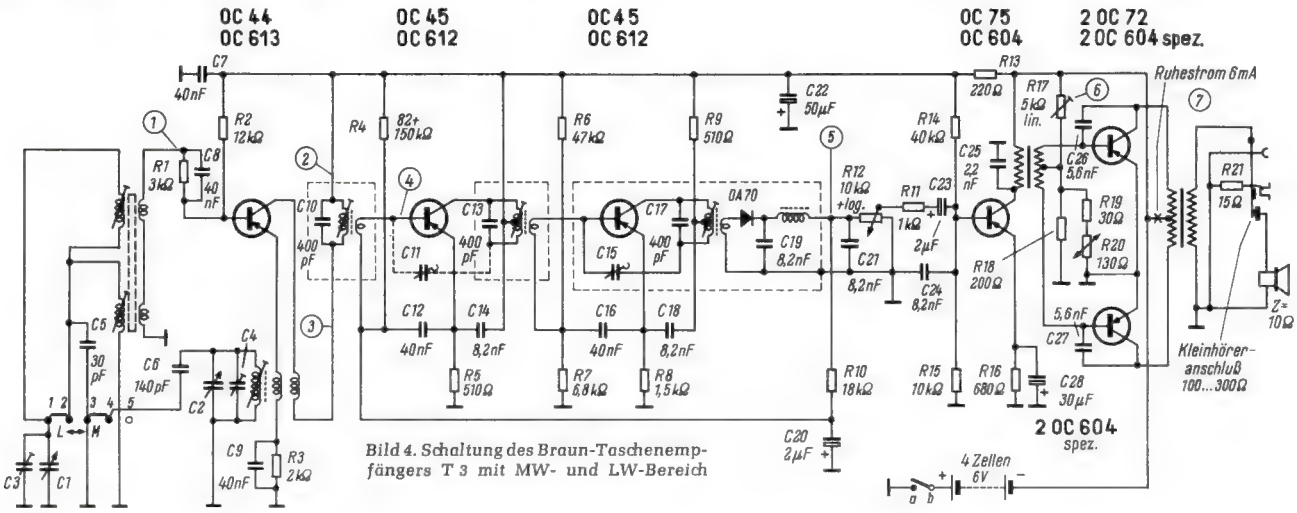

Bild 4. Schaltung des Braun-Taschenempfängers T 3 mit MW- und LW-Bereich
*Bild 4* zeigt die Schaltung. Der Ferritstab trägt die MW- und LW-Wicklung. Die aufgenommene Antennenspannung wird niederohmig ausgekoppelt, um günstig an den Mischtransistor anzupassen. Mit nur zwei Schaltkontakten, die durch einen Schiebeschalter an der Rückseite des Gerätes betätigt werden, schalten sich Eingangs- und Oszillatorkreis auf LW um. Dabei wird im Oszillator lediglich ein Kondensator von 140 pF parallel gelegt. Auf die beiden Zf-Verstärkerstufen folgt die Diode zur Demodulation und zum Erzeugen der Regelspannung. Geregelt wird die Basisspannung des ersten Zf-Transistors. Der Nf-Teil besteht aus Treiberstufe mit Gegentaktübertrager und Gegentaktendstufe.